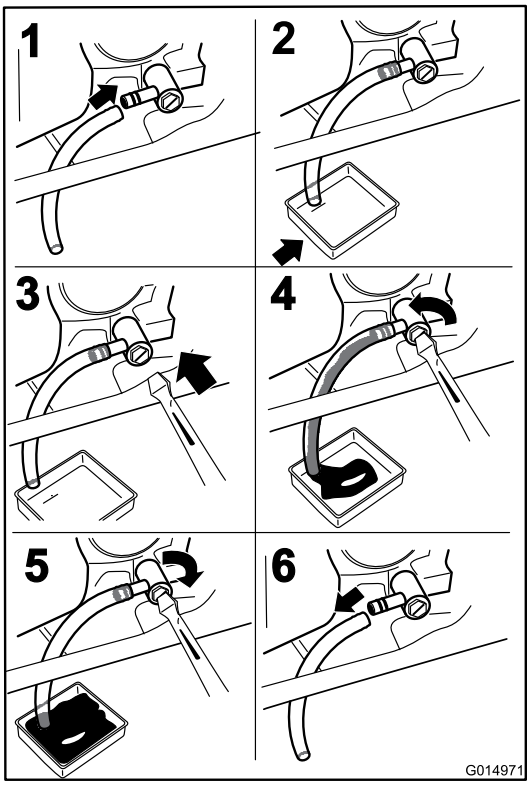

Figuur 39
3. Zet de motor af, verwijder het contactsleuteltje en wacht totdat alle bewegende onderdelen tot stilstand zijn gekomen voordat u de bestuurderspositie verlaat (Figuur 39).